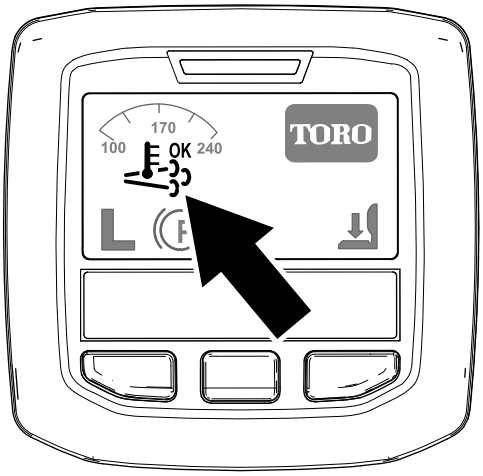

**Figur 25**
- Symbolen för stöd-/återställningsregenerering visas i InfoCenter (Figur 25).